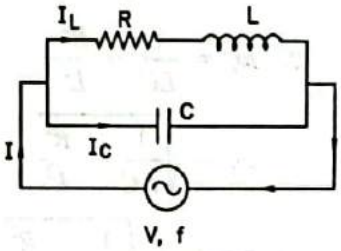
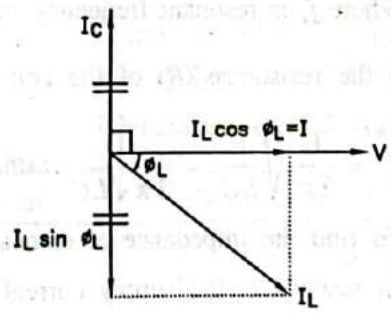

**FIG. 2.69 : RESONANT CIRCUIT**
**FIG. 2.70 : PHASOR DIAGRAM**
- Fig. 2.69 shows the circuit consisting of an inductive coil in parallel with a capacitor. The corresponding phasor diagram is shown in Fig. 2.70.